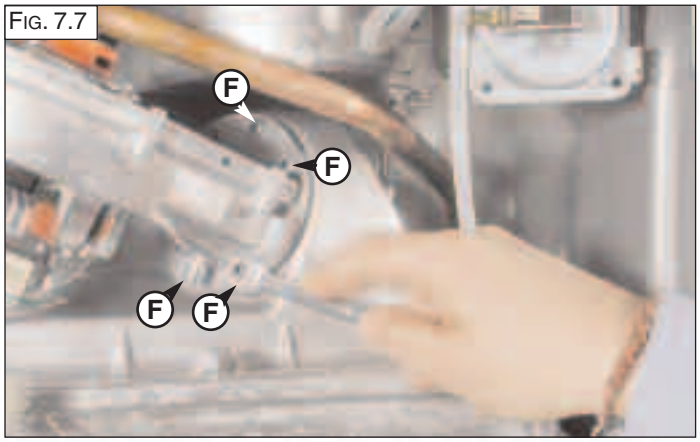

Fig. 7.7
***4.*** Unscrew the four screws “F” (Fig. 7.7);